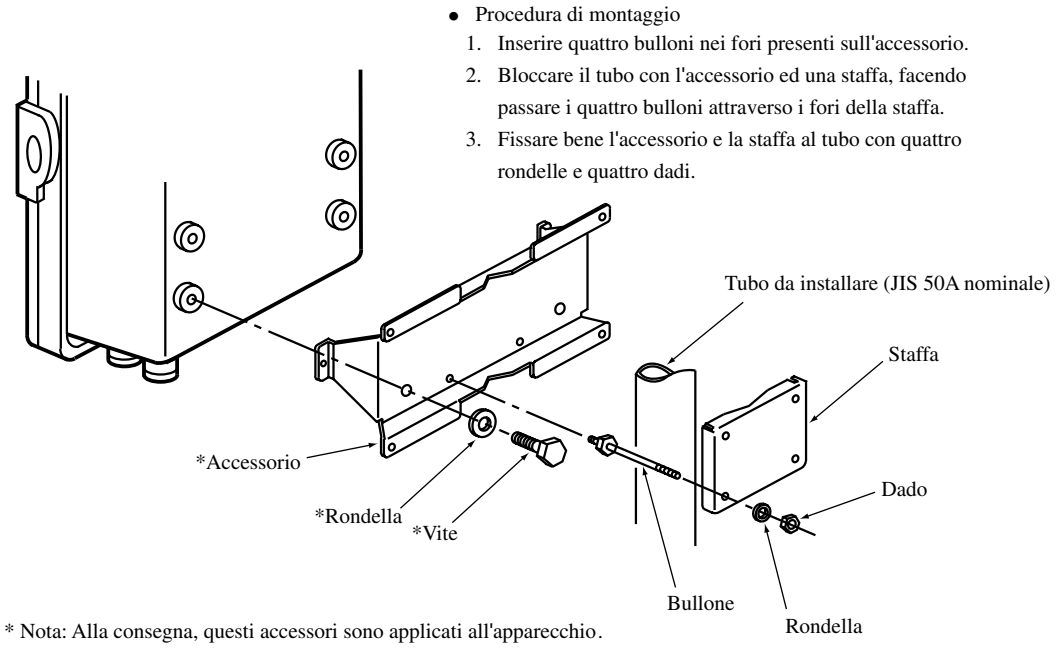

Figura 3.7 Montaggio su tubo
(1) Predisporre un tubo verticale avente una resistenza sufficiente (JIS 50A nominale: D.E. 60,5 mm) al montaggio del convertitore. (Il convertitore pesa circa 6 kg.)
(2) Installare il convertitore sul tubo. Fissarlo accuratamente sul tubo con il metodo illustrato nella figura 3.7.